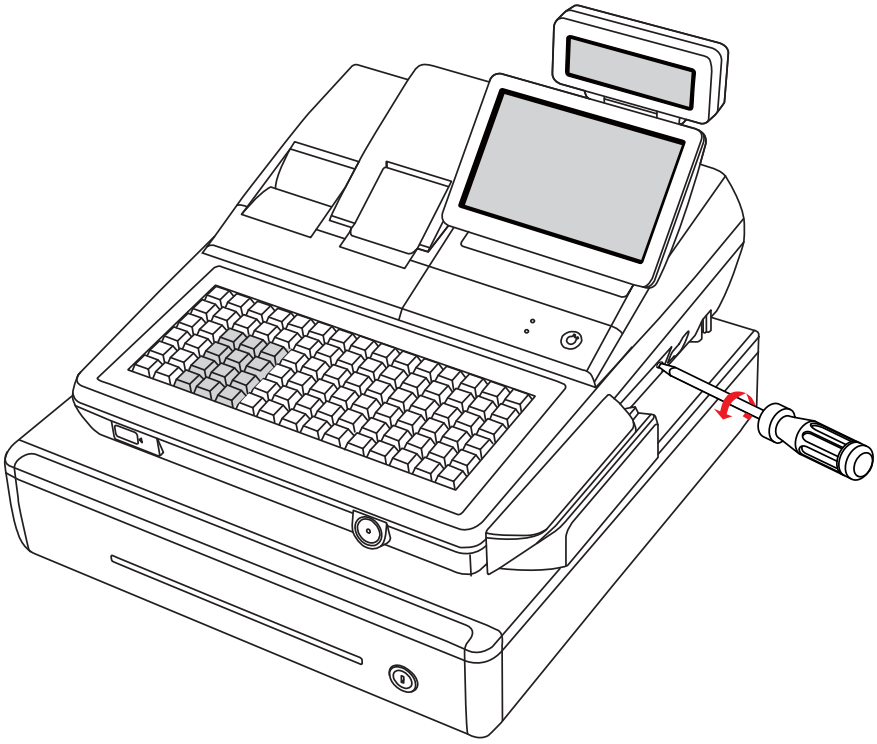

Figure 3-9 Memory Card Uninstallation (1)
1. Unscrew Memory Card Cover by using a (+) shaped screw driver, Figure 3-9.